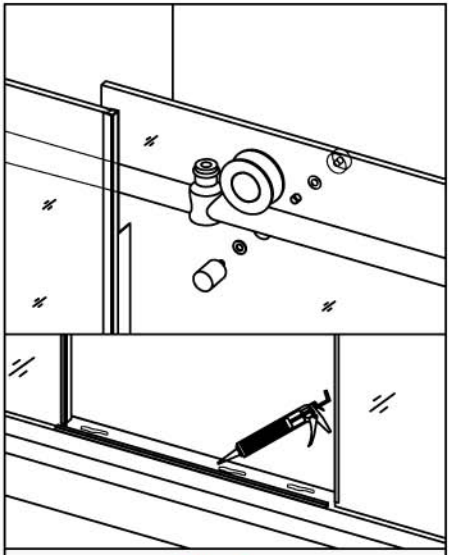

Figure 8
*See **Figure 8** for details.*
G. Suspend the **glass door (10)** by hanging the **rollers (4)** onto the **upper guide rail (3)**. Slide the guide block (11) to the bottom edge of the **glass door (10)**, make sure the **guide block (11)** is at the central position of the **glass door (10)**. Now, outline the position of the **guide block (11)**, put the glass door aside and mark down the drill hole for drilling.